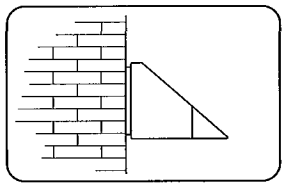
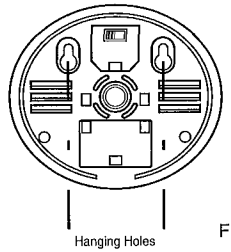

Fig. 6
Fig. 7
5. The **SOLAR MARKER LIGHT** can be mounted on a wall as shown in figure 6. Mark the two mounting holes as in figure 7 through the template supplied. Pre-drill the holes, and screw in the two screws supplied. Slide the **SOLAR MARKER LIGHT** from top down onto the two mounting screws.